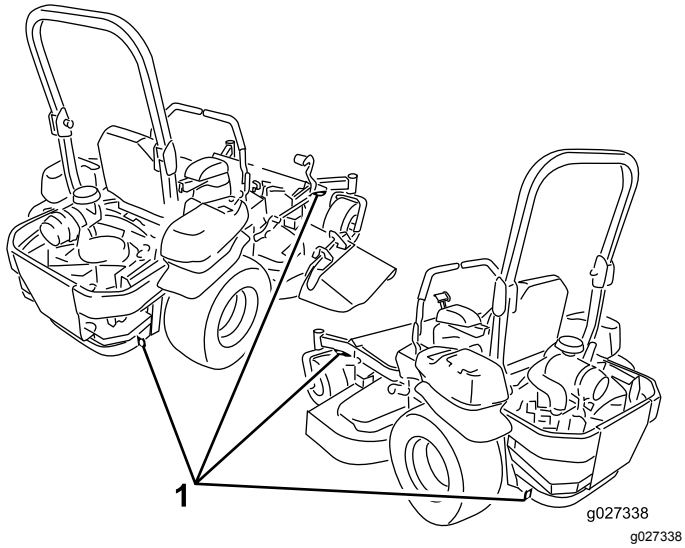

Figur 39
5. Bruk festebøylene på maskinen for å feste den sikkert til tilhengeren eller lastebilen med stropper, kjettinger, vaier eller tau (Figur 39).